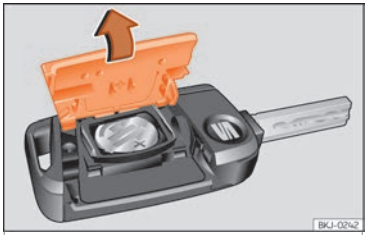

Fig. 132 Chave do veículo: abertura da tampa do compartimento da pilha.
- Retire a tampa na parte traseira da chave do veículo ››› **Fig. 132** na direção da seta ››› ❗.
- Coloque a tampa tal como se mostra ››› **Fig. 132** e pressione-a na carcaça da chave do veículo, no sentido contrário ao da seta, até que encaixe.